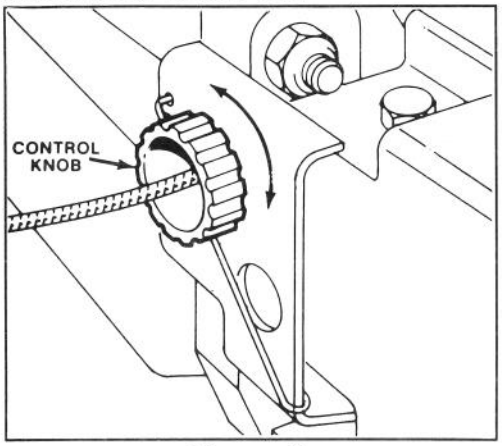

Figure 16
2. ADJUSTMENT (Fig. 16)—Rotate control knob clockwise 1/2 turn if mower does not self-propel. If mower creeps forward, rotate knob 1/2 turn counterclockwise to loosen belt.